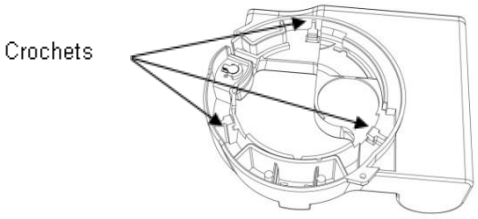

fig. 5
- Afin d'assurer le maintien du module sur les compteurs de la gamme modulaire inductive Diehl Metering, IZAR RC 868 i G4 est équipé de 3 « crochets » de maintien (fig.5).